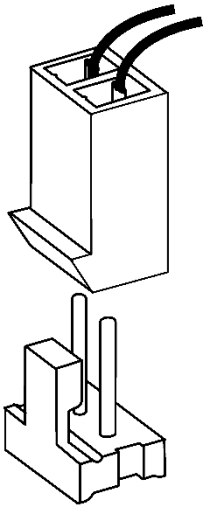

Abbildung 2: Batterieanschluss
- Schließen Sie beide Batterien polungsrichtig in der Sirene an (siehe Abb. 2).